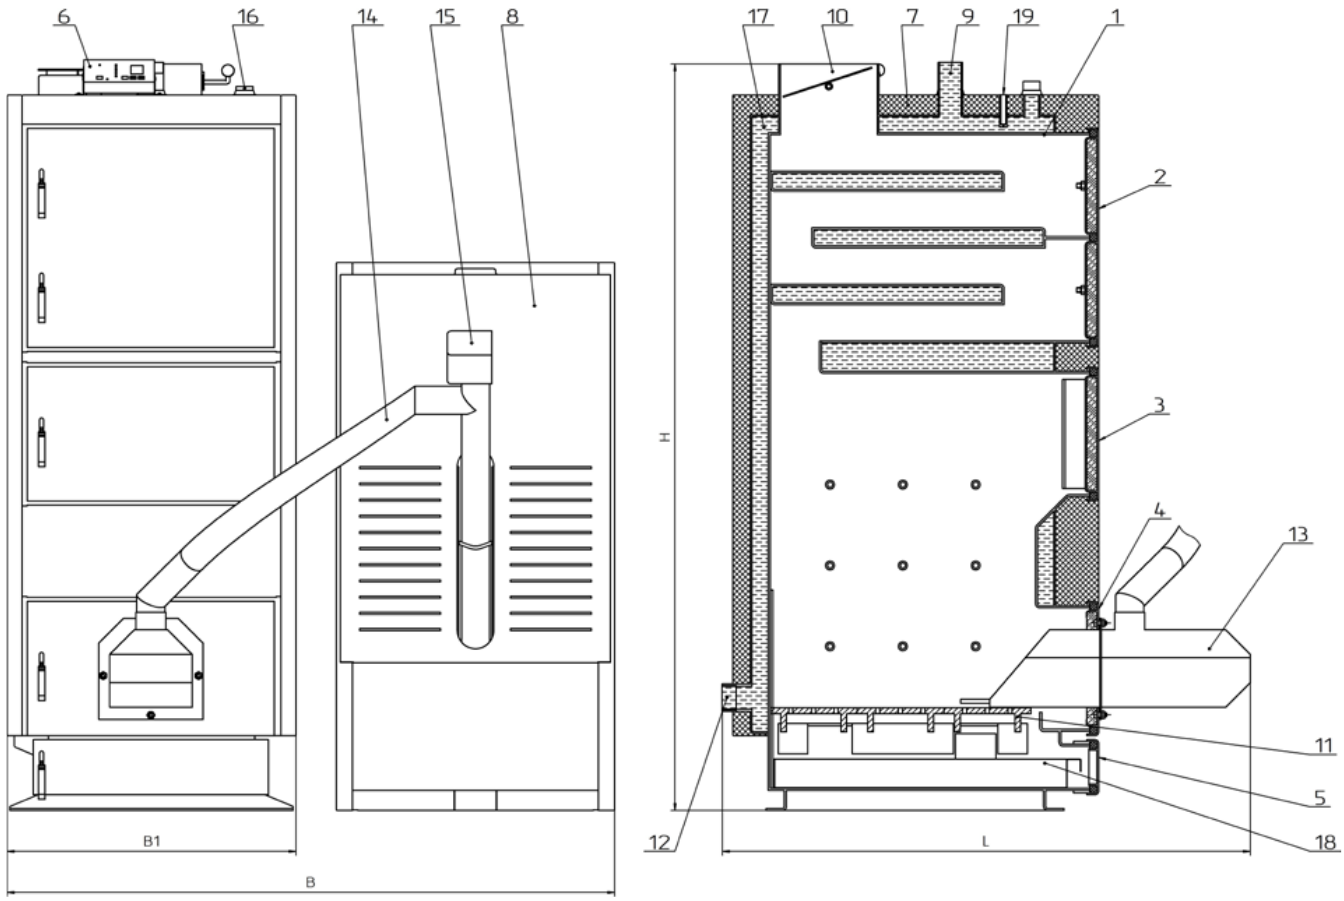

Рисунок 5.2 – Зовнішній вигляд та основні елементи котла типу КТК-к (п)
Корпусом котла (поз. 1, рис. 5.2) є паралелепіпед з подвійними стінками, які розділені водними перегородками (поз. 17, рис. 5.2). Топочна камера розташована під високоефективним чотирьохходовим теплообмінником.
- шнекового (гвинтового) механізму подачі палива, який приводиться в рух мотор-редуктором (поз. 15, рис. 5.2);
- автоматичного пелетного пальника (поз. 13, рис. 5.2);
- електронного контролера температури (поз. 6, рис. 5.2).
Паливо для процесу спалення подається автоматично з розташованого біля котла бункера для палива (поз. 8, рис. 5.2) за допомогою гвинтового (шнекового) механізму подачі. Шнековий механізм з'єднується з пальником гнучким гофрованим рукавом (поз. 14, рис. 5.2), що виготовлений з легкоплавкого матеріалу. Згоряння палива (пелети) відбувається в камері згоряння пальника на рухомому колоснику, який виготовлений з жароміцної сталі. Камера згоряння пальника виконана з вогнетривкої кераміки.
Зола, яка утворюється в кінцевій фазі згоряння, зсипається з колосника пальника у висувну полицю для золи – зольник (поз. 18, рис. 5.2).
Обслуговування котла полягає у періодичному додаванні палива у бункер (поз. 8, рис. 5.2) та усуненні золи з зольної полиці без необхідності погашення котла. Після розпалення котел не потребує постійного перебування у приміщенні, де він змонтований, обслуговуючого персоналу. Експлуатація котла може відбуватися безперервно під час всього опалювального сезону. Котел може також працювати після опалювального сезону в системі з бойлером на гаряче водопостачання.
Димові гази виходять у димохід крізь боров (поз. 10, рис. 5.2), розташований у задній частині котла.
- дверцята для періодичного обслуговування (чищення) конвективної частини котла (поз. 2, рис. 5.2);
- дверцята топки (поз. 3, рис. 5.2);
- дверцята пальника (поз. 4, рис. 5.2);
- дверцята зольника (поз. 5, рис. 5.2)
У верхній частині теплообмінника розміщені: штуцер для встановлення запобіжного клапана (поз. 16, рис. 5.2), гільза для датчика температури котла (поз. 19, рис. 5.2). В нижній частині, на задній стіні, – патрубок зворотної води (поз. 12, рис. 5.2) та зливний патрубок.
Патрубок прямої мережної води (поз. 9, рис. 5.2) розташовано на верхній стінці котла.
Корпус котла обкладений теплоізоляційним матеріалом – мінватою (поз. 7, рис. 5.2)